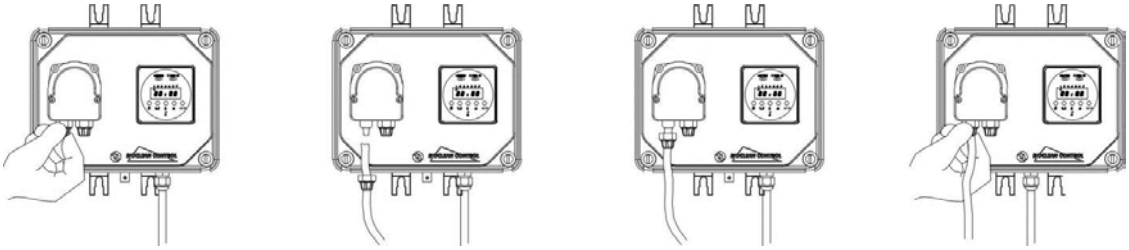

fig. 4
d.- Fixer à fond les tubes sur les embouts coniques et les bloquer avec les écrous de fixation (fig. 4)